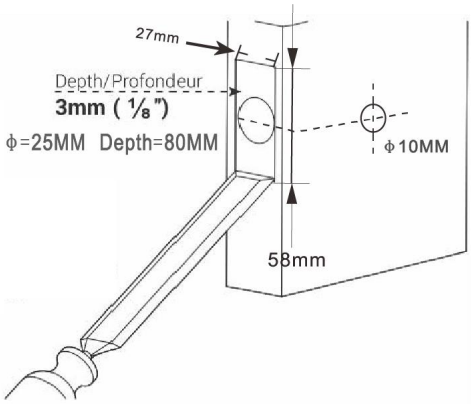

FIG4
1) Zaznacz punkt środkowy na „linii środkowej zatrzasku” (jak na rys. 4).